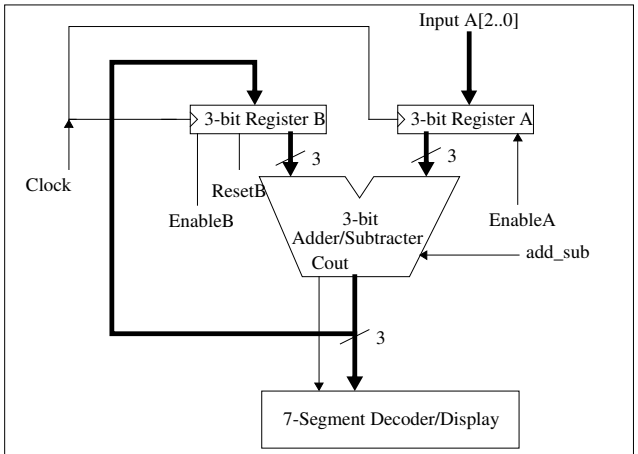

Figure 2 - *Processor DataPath*
3. Build the circuit of Figure 2 in the graphic editor. Simulate the use of this circuit to add two numbers, applied one at a time through the input A, similar to Lab #5.
4. Using the circuit of Figure 2, simulate the subtraction of two numbers. (Setting add_sub = 0 makes this unit a subtracter).
5. You are to design a finite state machine that controls the circuit of Figure 2, and interacts with you as the user. The clock signal (for both the finite state machine *and* the Registers A and B) will be connected to the 25MHz (period 40ns) clock signal that is generated on the Altera board, and appears at pin #83 of the MAX 7128 (the global clock input).
When the GO signal is activated, your machine should request two pieces of 3-bit data from the user (one at a time) and either add or subtract them, depending on the **Function** input. To obtain the two pieces of data, you must use the handshaking protocol described above in the background section. **Code your Finite state machine in VHDL.** Turn it into a symbol and connect it to the circuit of Figure 2 using the graphic editor.